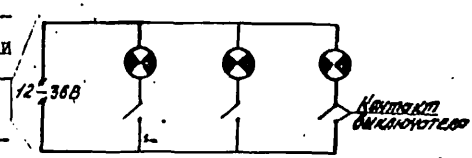

Рис.I4. Схема подсоединения сигнальных ламп
- собрать схему подсоединения сигнальных ламп (рис.I4);